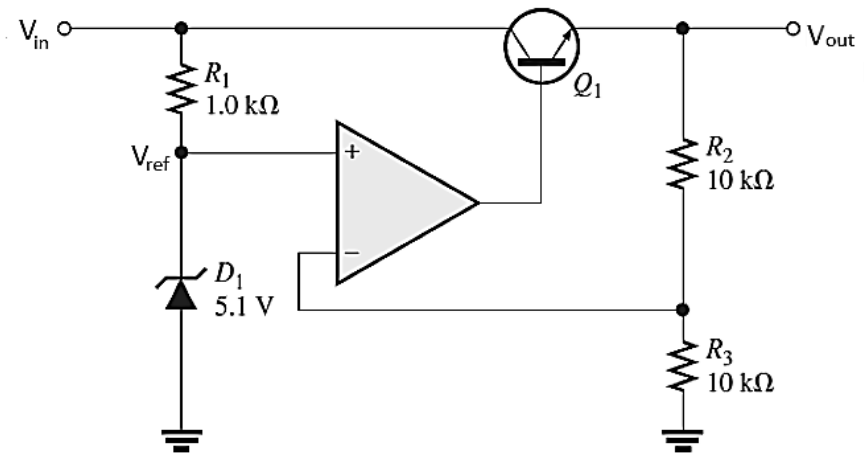

Figure 1: Basic op-amp series voltage regulator
A voltage regulator provides a constant output voltage that is essentially independent of the input voltage, output load current and temperature. Two basic categories of voltage regulation are line regulation and load regulation. Line regulation maintains a nearly constant output voltage when the input voltage varies, while load regulation maintains a nearly constant output voltage when the load varies. There are two types of voltage regulators: linear regulators and switching regulators. There are two types of linear regulators: series and shunt. Figure 1 shows a circuit diagram of a basic op-amp series voltage regulator.
1. Connect the circuit as shown in Figure 1. Use 20 kΩ potentiometer instead of R_2 and R_3. Connect the resistor box as the load and voltmeter to measure the output voltage.
1. Explain the operation of the circuit shown in Figure 1.